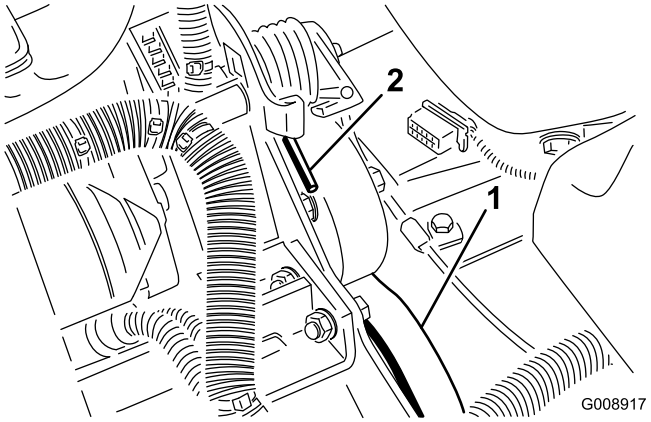

Figur 56
2. Tryck fjäderänden (Figur 56) nedåt och framåt för att kroka av den från fästet och lätta på fjäderspänningen.